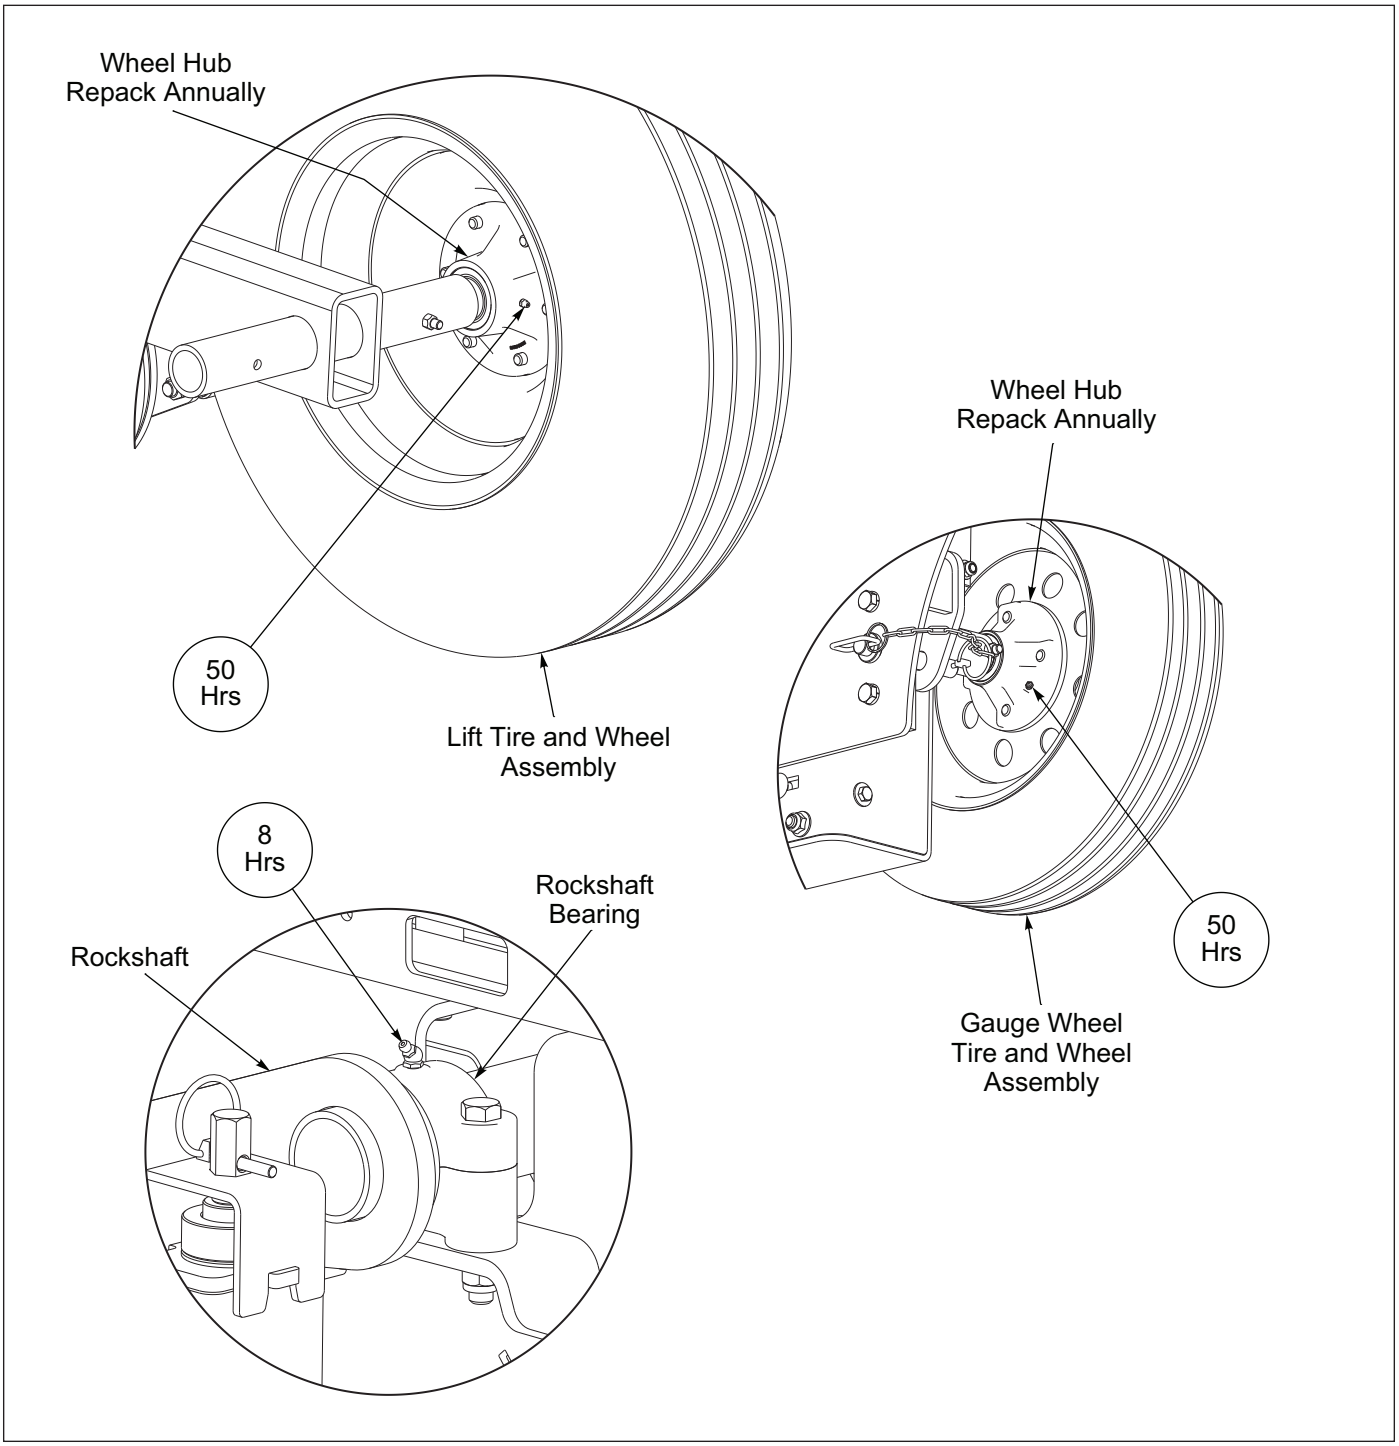

Figure 4-3: Lubrication Maintenance
- Grease Lift Wheel Hubs and Gauge Wheel Hubs every 50 hrs. **See Figure 4-3.**
- Grease Rockshaft Bearings every 8 hrs. **See Figure 4-3.**